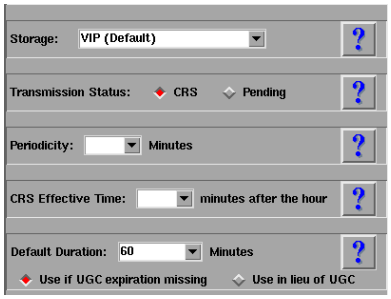

Figure 7 – example of Transmission Status set to automated relay to CRS
13) Repeat steps (1), (2) and (3r) under the 'Product Configuration' tab. You will be switching the "Transmission Status" section from 'Pending' to 'CRS' (Figure 7).
15) Repeat steps (13) and (14) above for all products you are transitioning to operational mode and automated CRS broadcast.